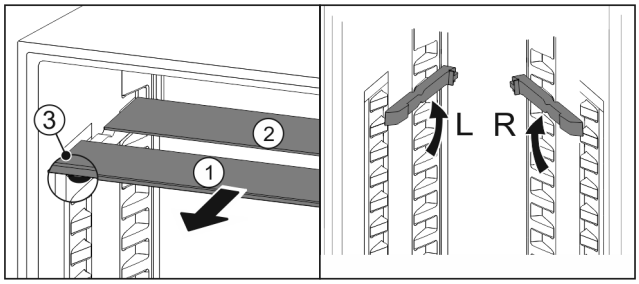

Fig. 99
▶ Vedä lasilevyt yksittäin etukautta ulos *Fig. 99 (1)*.
▷ Koristelistalla varustettu lasilevy *Fig. 99 (1)* on edessä.
▷ Pysäyttimet *Fig. 99 (3)* osoittavat alaspäin.